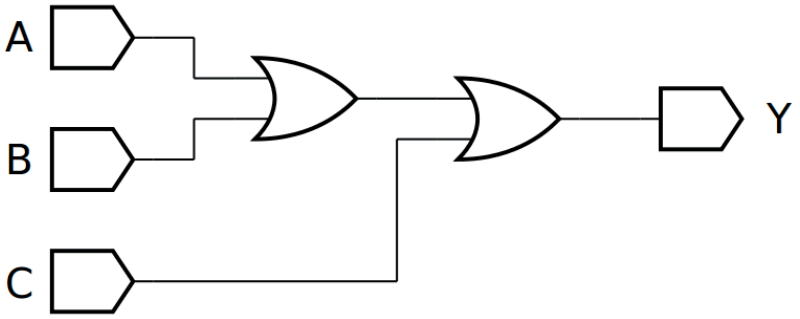
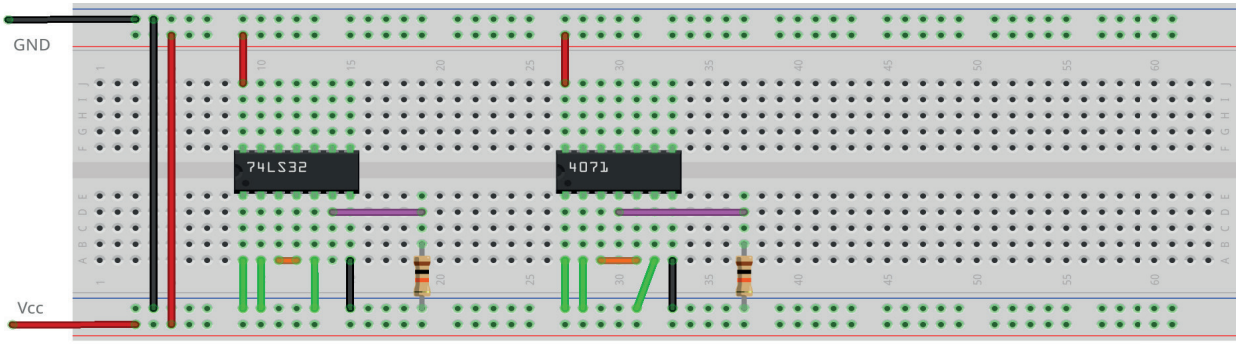
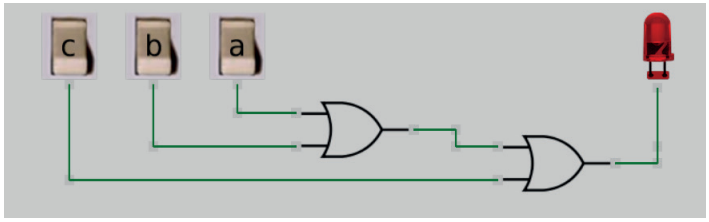

Figura 3.49 – Diagrama esquemático.
Figura 3.50 – Placa de montagem com componentes.
Figura 3.51 – Simulação da porta OU de 3 entradas no Atanua.
1. Monte o circuito da figura 3.49, conforme mostrado na figura 3.50, na placa de montagem.
d) Conecte os fios verdes. Os fios verdes estão conectados ao terra e portanto fornecendo valor lógico (0) às entradas de todas as portas do CI.
8. Simule, no computador, o circuito da figura 3.49 utilizando os programas SmartSim e Atanua (figura 3.51) e Qucs (figura 3.52). Compare os resultados com a tabela 3.16 e 3.18.
2. Simbolicamente, esta situação é mostrada com uma porta OU tendo um pequeno círculo na saída conforma a figura 3.51.
3. Se alguma das entradas for 1 (H), a saída será 0 (L) e, quando todas as entradas forem 0 (L), a saída será 1 (H) conforme a tabela 3.19.